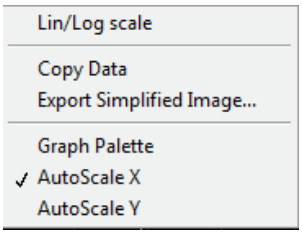

Figure 5.24: Right-click menu on display area
• **For graphs showing pulse measurement in the temporal or spectral domain** the menu shown on figure 5.24 is available.